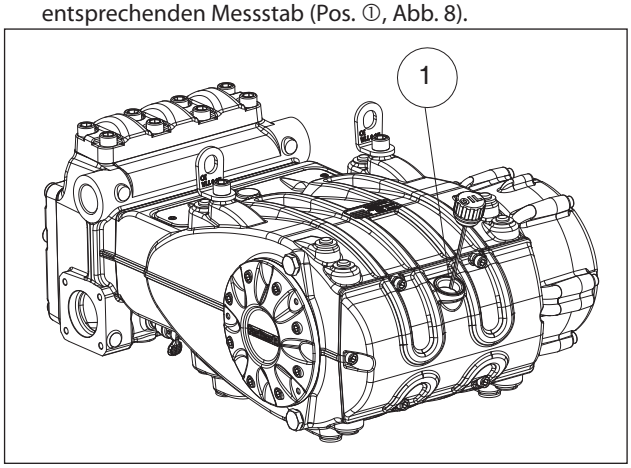

Abb. 8
5. Der Ölstand im Pumpengehäuse korrekt ist, u.z. über den entsprechenden Messstab (Pos. ①, Abb. 8).